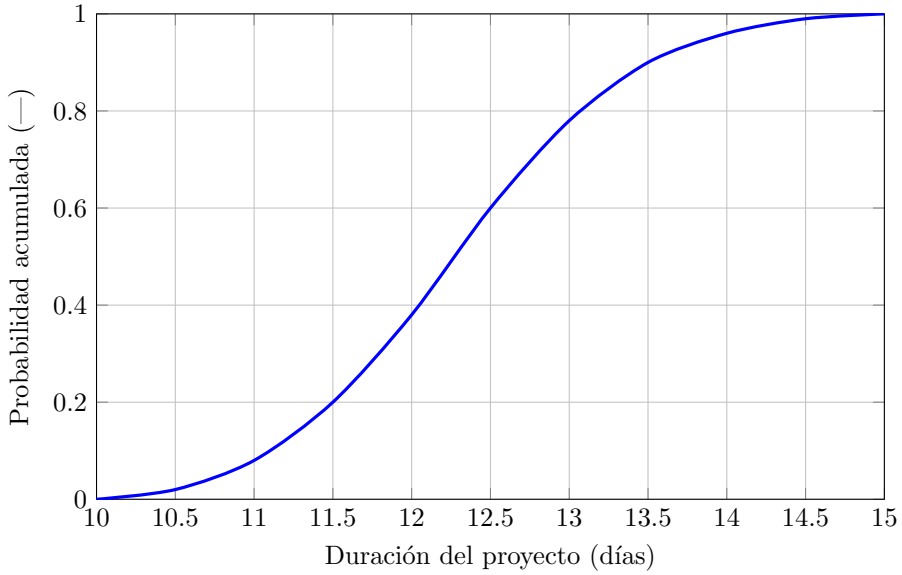

Figura 3.17: Curva en S tras simulación de Montecarlo
- Una curva de distribución acumulada (**curva S**, como se muestra en la Figura 3.17), que representa la probabilidad de alcanzar un determinado valor.